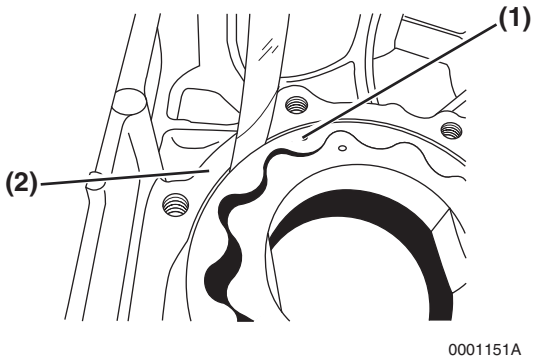

Figure 9-7
2. Determine the outside clearance of the outer rotor. Insert a feeler gauge between the outer rotor **(Figure 9-7, (1))** and the gear case oil pump cavity **(Figure 9-7, (2))**.